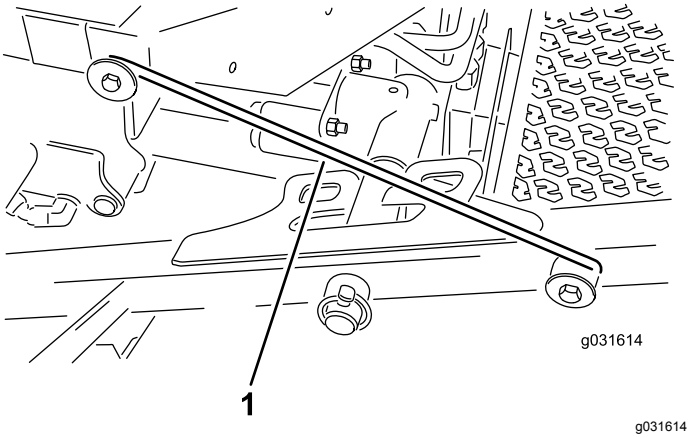

图 31
4. 从承载架固定器上松开闩锁杆图 31。
5. 提起前剪草刀盘的外侧将闩锁放到安装在操作员平台前部的机架销上图 31。